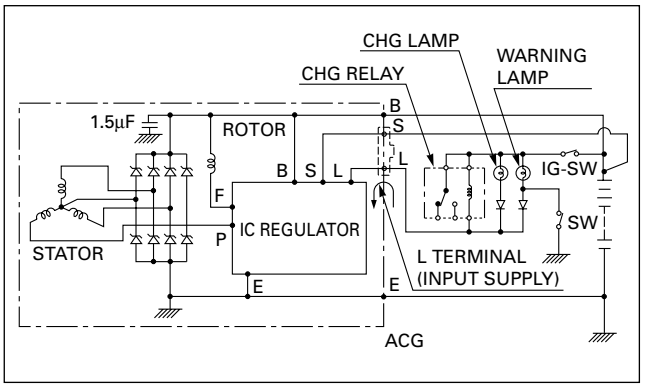

Figure 9. Generator Schematic
The stator windings are assembled on the inside of a laminated core that forms part of the generator frame. A rectifier bridge connected to the stator windings contains six diodes that change the stator AC voltages to a DC voltage (figures 9 and 10).
- The length of the vanes. The length must be 14.0–15.2 mm (0.551–0.598 in) (figure 9).